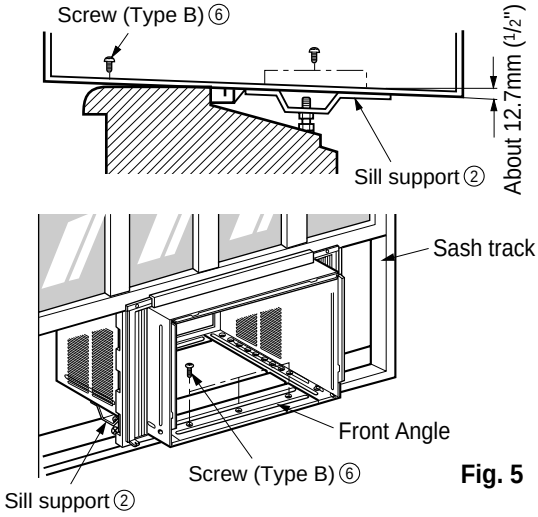

Fig. 5
6. The cabinet should be installed with a very **slight tilt (about 12.7mm(1/2"))** **downward** toward the outside (See Fig. 5).